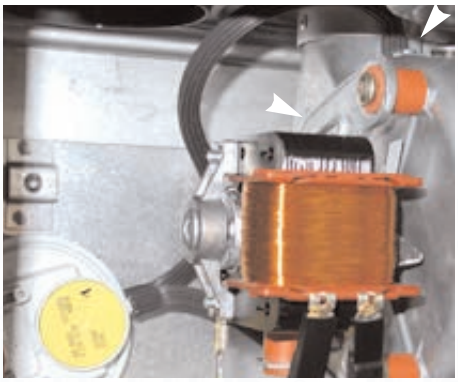
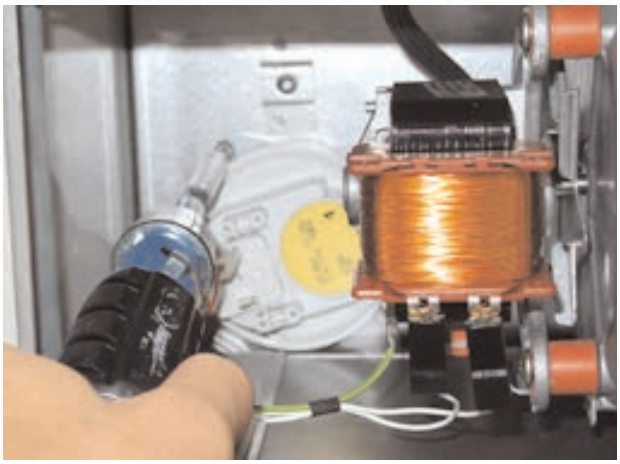

Fig. 62
Fig. 63
3. Disconnect the pressure pipes noting positions *(see Fig. 62 or Fig 63)*;